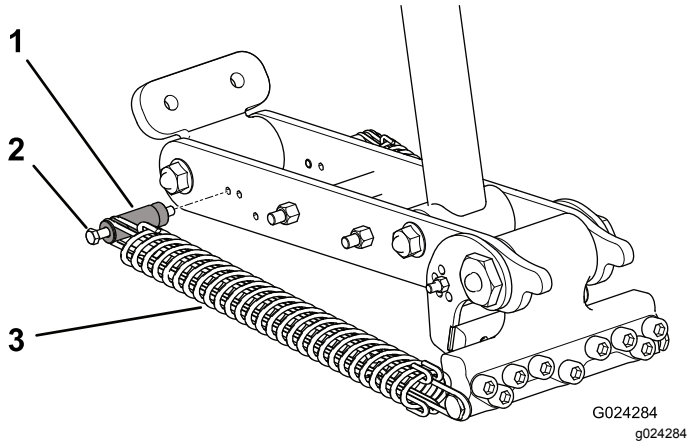
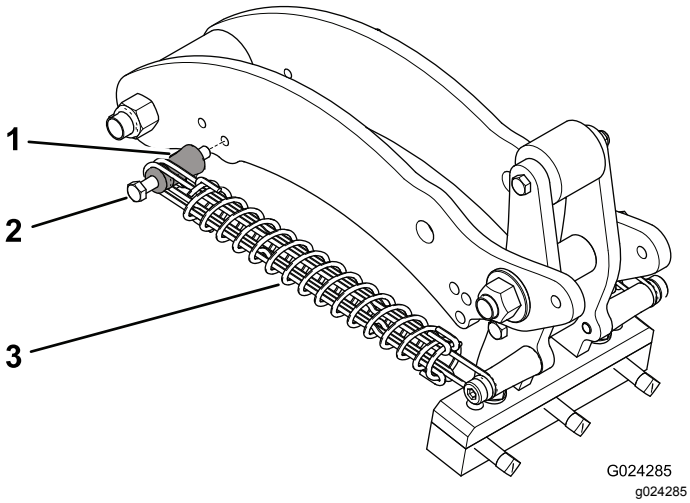

Figur 41
Figur 42
4. Monter møtrikken, der fastgør fjedermonteringsstangens bolt til forbindelsesarmen (Figur 41 eller Figur 42).
5. Fjern monteringsstangen og monteringsstangens bolt fra forbindelsesarmen, og sæt dem i det andet justeringshul (Figur 41 eller Figur 42).